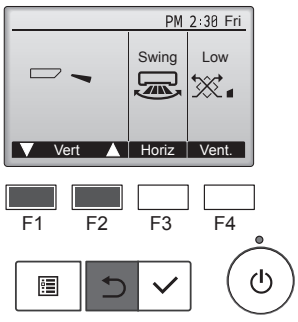

Fig. 7-4
(2) Appuyez sur la touche [CHOIX] pour afficher l’écran de fonctionnement du volet puis appuyez sur les touches [F1] et [F2] pour contrôler le volet automatique. (Fig. 7-4)